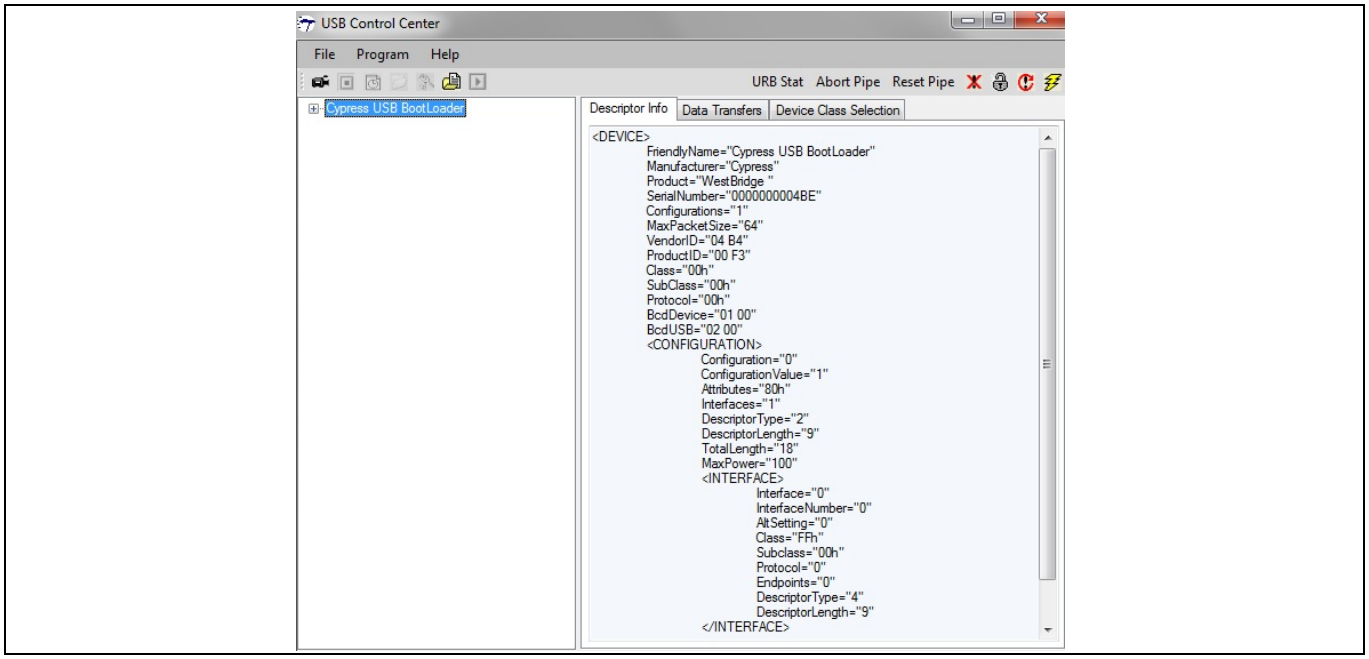

Figure 30　　コントロール センターでのサイプレス USB ブートローダ エニュメレーション
3. USB ホストに接続した時、FX3 デバイスは **Figure 30** に示すように、コントロール センター内で「Cypress USB BootLoader」 (サイプレス USB ブートローダ) としてエニュメレートします。